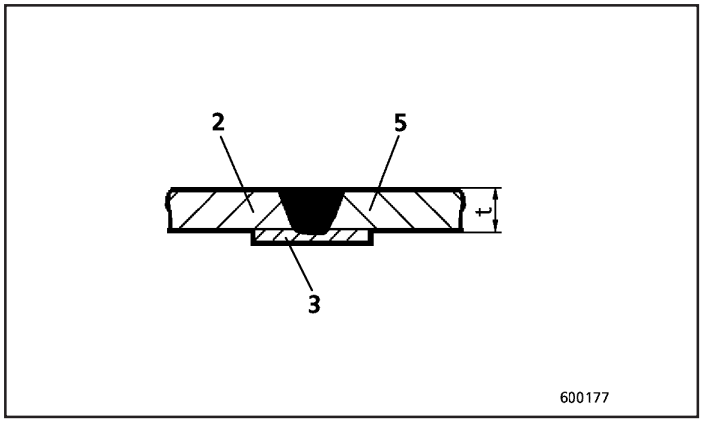

Fig.67
Dê o acabamento usinando com um rebolo as superfícies dos filetes (1), (2) e (3) em conjunto com as chapas adjacentes (Fig. 67).